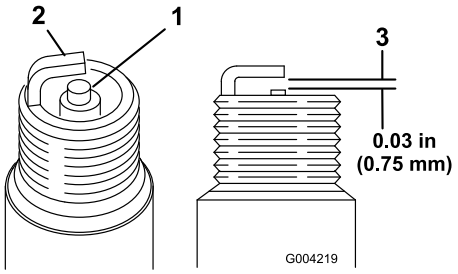

Figuur 34
1. Bekijk de binnenkant van de bougies (Figuur 34). Als de isolator lichtbruin of grijs is, werkt de motor naar behoren. Een zwarte laag op de isolator duidt meestal op een vuil luchtfilter.
2. Controleer de afstand tussen de centrale elektrode en de massa-elektrode (Figuur 34).
3. Verbuig de massa-elektrode (Figuur 34) om de juiste afstand in te stellen indien dit nodig is.